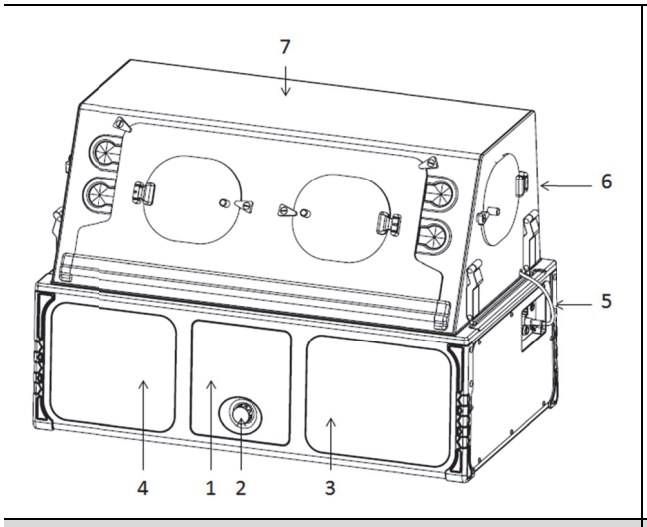

Figur 3-1 ISO-vy framifrån
2. Med transportkuvösen ansluten till växelström, tryck på ratten (**Figur 3-1**, objekt 2) för att slå på transportkuvösen. Transportkuvösen kommer att utföra ett självtest vid start och testa ljudlarmet. Se till att förloppsindikatorn för Ström på, självtest (Power On Self-Test) visas och att ljudlarmet kan höras. Kontrollera att nätströmikonen och batteriströmikonen visas överst till vänster efter att testet har slutförts.